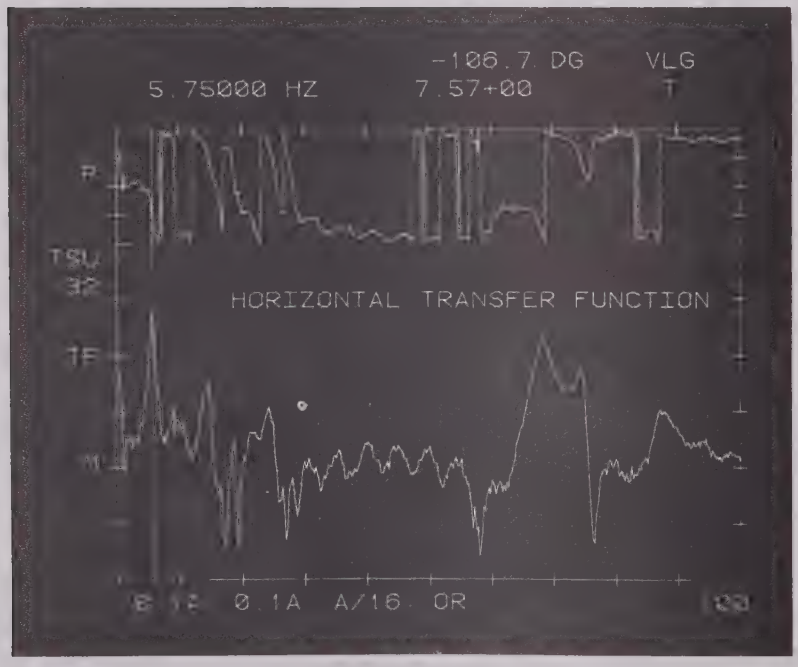

FIGURE E-5
1. Entire Structure - With the machine fully assembled, mount it on soft supports. Locate a triaxial accelerometer block on each major mass of the system. Strike the system on one of the mounting feet of the system to obtain transfer functions for each major component in each of the three principal directions. Motion/force or motion/motion transfer functions should be stored depending on whether the non-destructive test input will be specified in terms of motion or a force. (Refer to Figure E-5.)
The vertical transfer function of the machine was determined by attaching the vertcal-reading proximity probe and the output of a hammer instrumented with a force gauge into the two channels of a Nicolet 660B Spectrum Analyzer. The structure of the machine was tapped in the vertical direction at its base and 32 averages of the resulting transfer function were taken. The large number of averages was taken to compensate for the variation in the spectral shape of each hammer blow. Figure E-5 shows this transfer function. Note that there are several resonances in this system between zero and 100 Hz. The coherence was checked and found to be